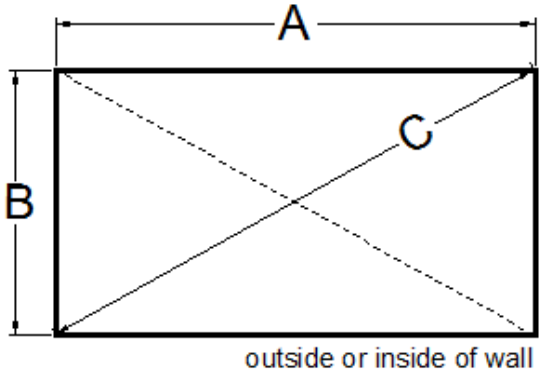

Figure 5: Sketch to illustrate one method of ensuring your walls are square.
1) Both diagonals should be the same length if the building is a true rectangle or square. Or, if you refer to Figure 5, the following formulas apply: